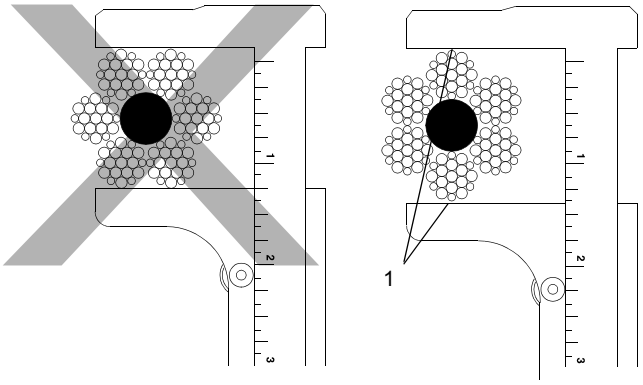

FIGURA 1-5
12. Mida el diámetro del cable entre las coronas (1) de las trenzas para determinar si el cable se ha dañado (Figura 1-5).